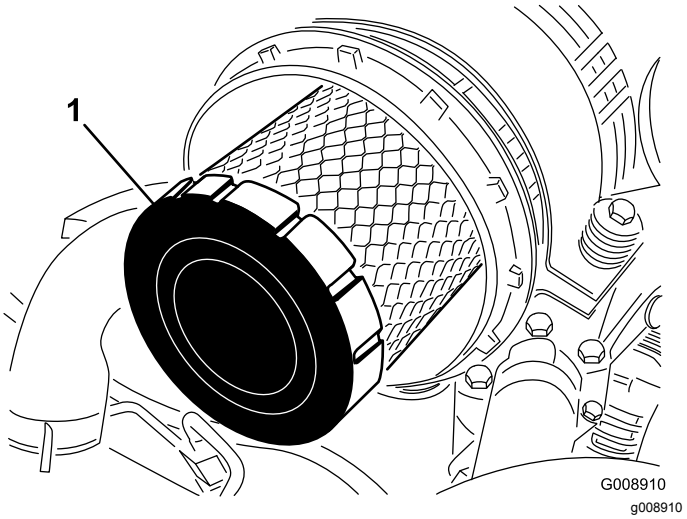

**Figur 97**
4. Fjern primærfilteret (Figur 97).